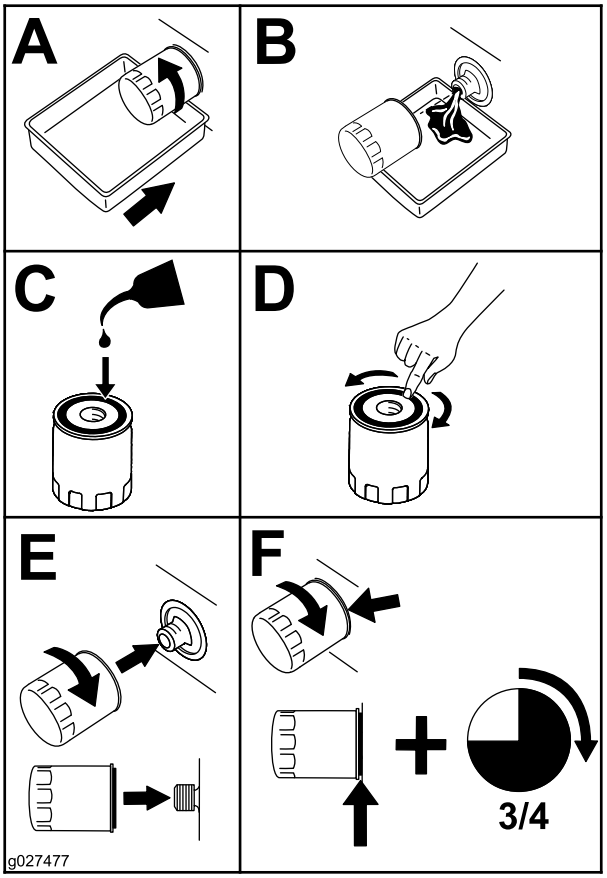

Figur 56
2. Skift motoroliefilteret (Figur 56).